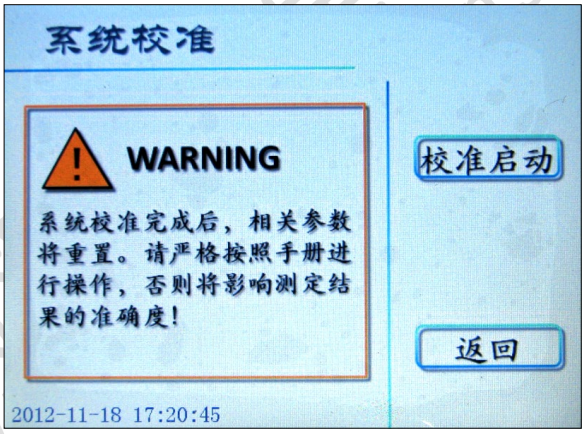

图 10 系统校准页面
6. 在图 9 页面下，按 系统校准 键进入系统校准页面（图 10）。